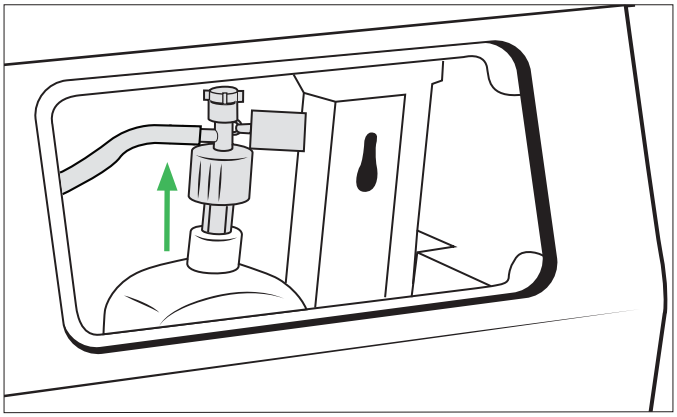

Afbeelding 54
3. Maak de zuigdop los van de flacon met desinfectiemiddel. Zie Afbeelding 54.